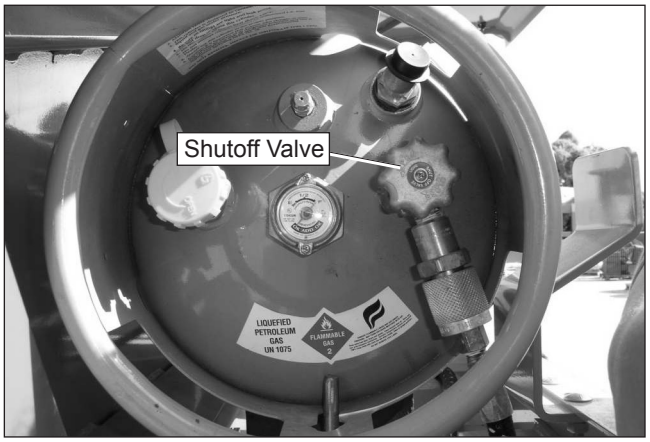

Figure 9.5 – LPG Tank
8. On duel fuel machines, close the shut-off valve on the LPG tank (refer to Figure 9.5).